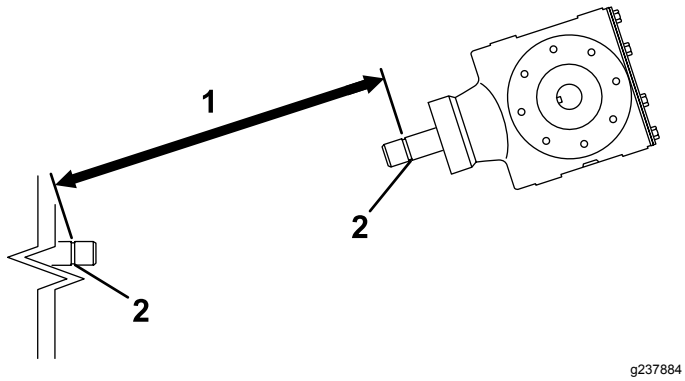
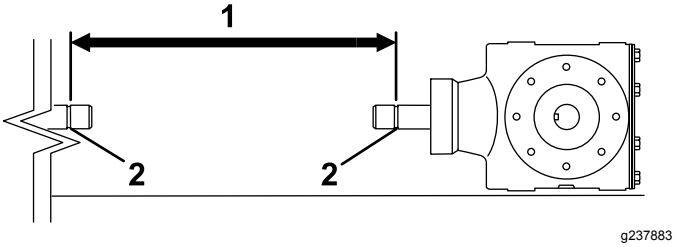
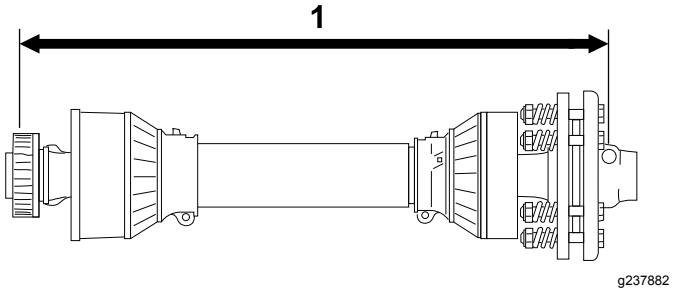

Figuur 12
Figuur 14
Figuur 15
3. Meet de afstand van de borggroef op het uiteinde van de aftakas van de tractor tot aan de borggroef op de aftakas van de versnellingsbak van de beluchter (Figuur 12). Noteer deze afstand. Bijvoorbeeld: 67 cm.
5. Meet de afstand van de borggroef op het uiteinde van de aftakas van de tractor tot aan de borggroef op de aftakas van de versnellingsbak van de beluchter (Figuur 14). Noteer deze afstand. Bijvoorbeeld: 70 cm.
6. Meet op de aftakas de afstand vanaf het midden van de vergrendelkogel aan het ene uiteinde tot het midden van de borgpen aan het andere uiteinde (Figuur 15). Noteer deze afstand. Bijvoorbeeld: 81 cm.
7. Gebruik de kleinste meting van Figuur 14 en Figuur 12, trek deze afstand af van de afstand in Figuur 15. Bijvoorbeeld: 81 cm min 67 cm is gelijk aan 14 cm.